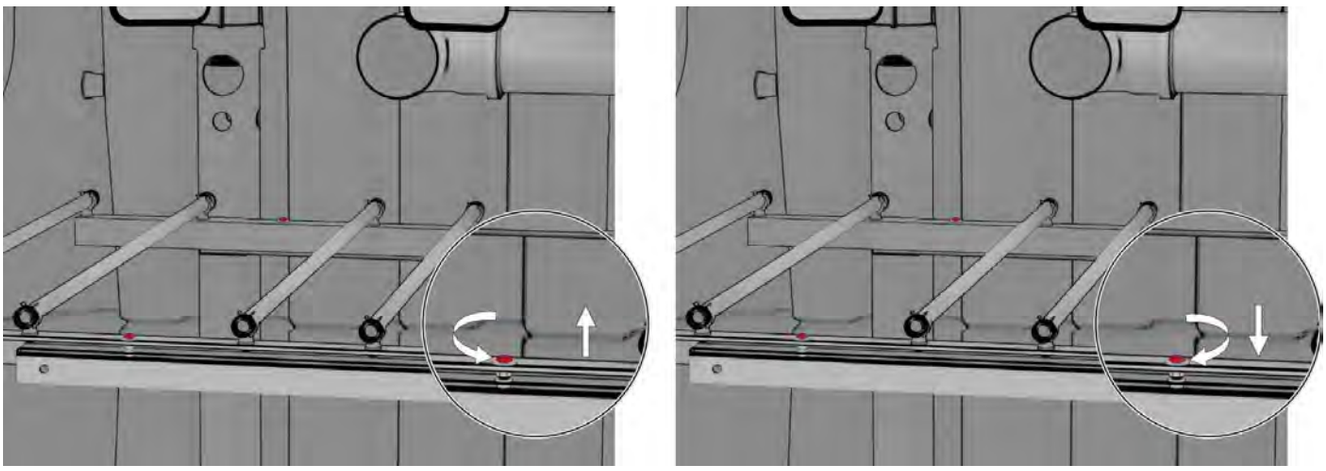

Fig. 43: Ajuster l'alignement du plateau de répartition avec un niveau à bulles et les écrous
5. Si nécessaire, ajuster l'alignement du plateau de répartition au moyen des écrous à serrer ou desserrer situés sur les deux cornières parallèles sous le plateau central (en rouge sur *Fig. 43*).